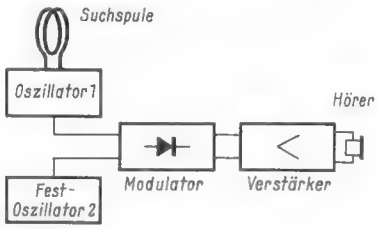

Bild 3. Metallsuchgerät in Überlagerungsschaltung
c) Überlagerungsschaltung *(Bild 3)*